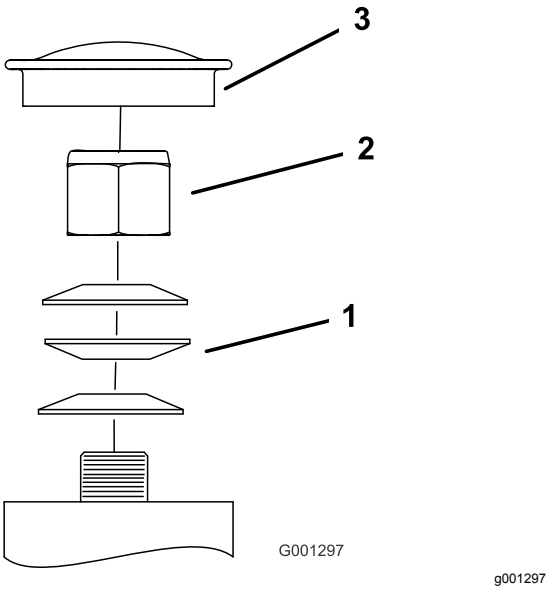

Figuur 59
3. Verwijder de stofkap van het zwenkwiel en draai de borgmoer aan (Figuur 59).
4. Draai de borgmoer aan totdat de veerringen vlak liggen, en draai deze vervolgens een 1/4 slag terug om de voorspanning op de lagers correct af te stellen (Figuur 59).
Belangrijk: **Zorg ervoor dat de veerringen goed zijn geplaatst, zoals getoond in Figuur 59.**
5. Plaats de stofkap (Figuur 59).